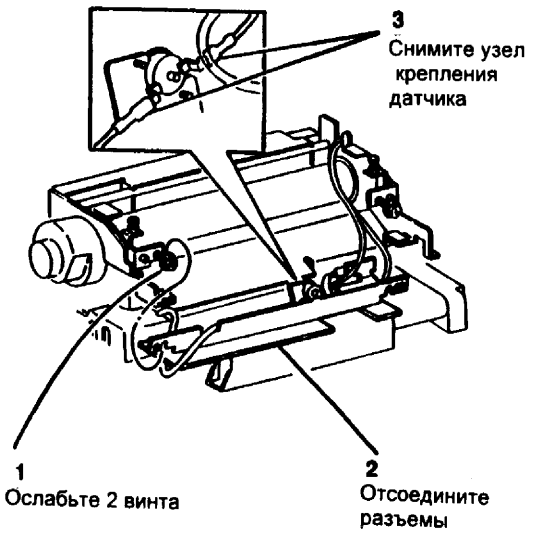

Рис. 1 Снятие узла крепления датчика
4. (Рис. 1) Снимите узел крепления датчика